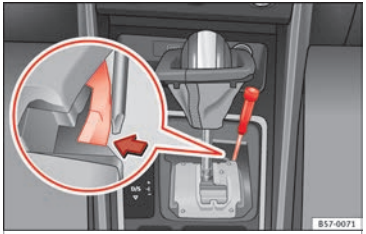

Fig. 59 Selector lever: manual release from position P.
- Using a screwdriver, press and hold the yellow unlocking tab sideways ››› Fig. 59.